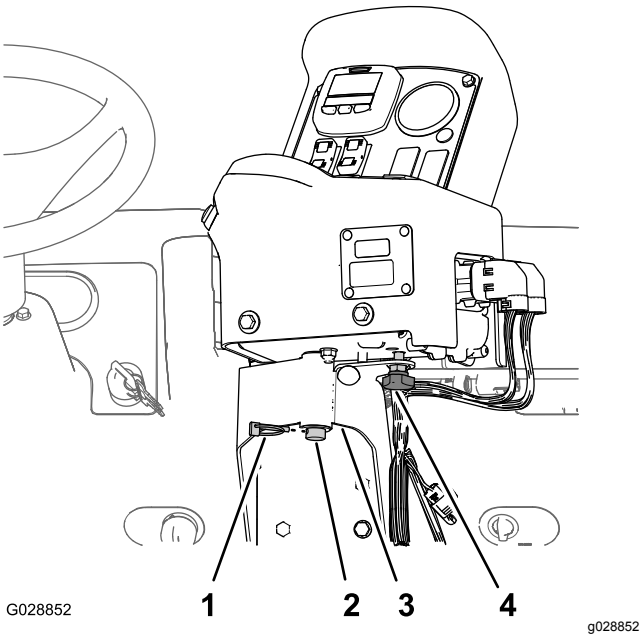

Figur 18
2. Montera styrkonsolen på dess monteringsfäste och sätt fast styrkonsolen med den hårnålssprint som togs bort tidigare (Figur 18).
3. Montera handratten och dra åt den så att du förhindrar konsolen från att rotera under användningen (Figur 18).